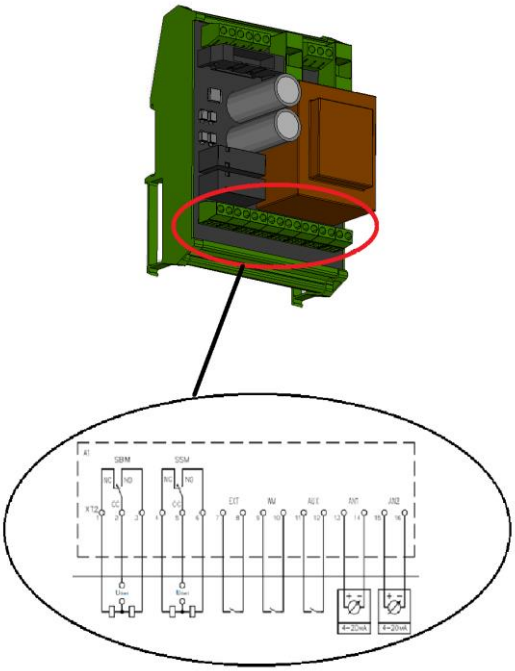

Рис. 16. Подключение внешних устройств сигнализации и датчиков.
- Для подсоединения внешнего устройства сигнализации работы системы используются клеммы **NC, CC, NO** – **SBM** клеммной колодки XT2 (рисунок 16), представляющие собой переключающий контакт реле. Реле включено - если хотя бы один из насосов готов к работе в автоматическом режиме и работа системы не блокируется внешними сигналами - обобщенная сигнализация работы.
- Для подсоединения внешнего устройства сигнализации неисправности системы используются клеммы **NC, CC, NO** – **SSM** клеммной колодки XT2 (рисунок 16), представляющие собой переключающий контакт реле. Реле включено - если обнаружена хотя бы одна неисправность в системе - обобщенная сигнализация неисправности.
- Подсоединение внешних датчиков к клеммам аналогового входа **AN1, AN2** и дискретным входов **EXT, WM, AUX** клеммной колодки XT2 (рисунок 16) осуществляется в зависимости от используемых внешних датчиков в соответствии с Таблицей 4. В таблице указана также зависимость отображения кода неисправности при срабатывании соответствующего внешнего датчика и тип контакта датчика - **NC** (Normal Closed – нормально замкнутый) или **NO** (Normal Opened – нормально разомкнутый). В случае если внешний датчик не используется, а тип контакта датчика обозначен – NC, то необходимо при помощи параметра PF6. настроить инверсию соответствующего входа. Подключение аналоговых датчиков рекомендуется выполнять экранированным кабелем. Подключение кабеля аналоговых датчиков к прибору управления осуществляется по схеме, аналогичной схеме подключения кабелей насосов и представленной на рисунке 15.